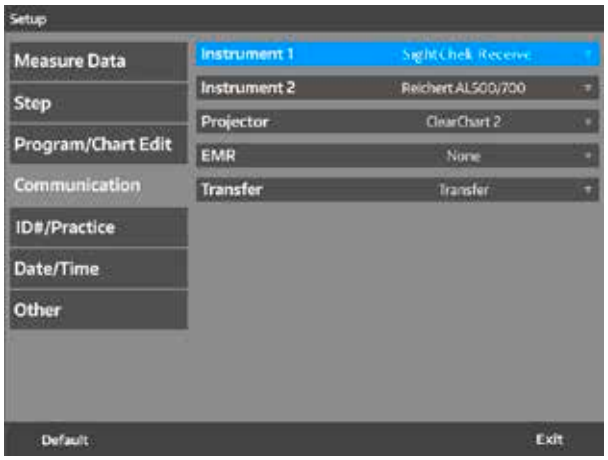

Figure IS-38 Menu Paramètres
1. Appuyer soit sur **INSTRUMENT1**, soit sur **INSTRUMENT2** pour ajouter ou modifier les paramètres de connexion de l'équipement auxiliaire. Se reporter à la Figure IS-38.
1. Appuyer sur **PROJECTOR** dans le menu Communication. Se reporter à la Figure IS-38.